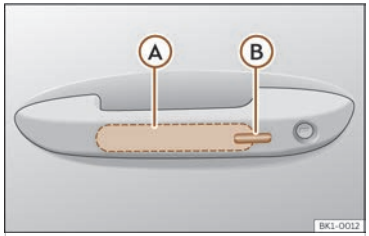

Fig. 69 Maneta de la porta: superfícies sensores.
››› fig. 69
- Toqueu la superfície sensora ››› fig. 69 Ⓑ situada al costat exterior de la maneta de la porta. Tots els intermitents parpellegen una vegada.
- Abans que transcorrin 5 segons, toqueu una vegada el sensor del costat exterior de la maneta de la porta ››› **fig. 69 Ⓑ**. En fer-ho, no agafeu la maneta. El sistema Keyless Access queda desactivat temporalment.
Per **tancar amb la funció de confort** totes les finestretes elèctriques, mantingueu un dit durant uns segons sobre la superfície sensora de bloqueig ››› **fig. 69 Ⓑ** de la maneta de la porta fins que s’hagin tancat les finestretes i el sostre.